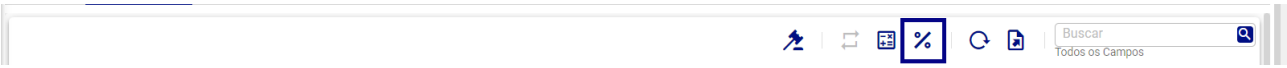

Figura 285: Cálculo por Percentual
– **Cálculo Por Percentual (Figura 285):** Esta operação recalcula todos os valores dos itens orçamentários com base no percentual cadastrado para cada item em relação ao valor dos **Impostos** definido na tela de **Percentual por Item Operacional**.